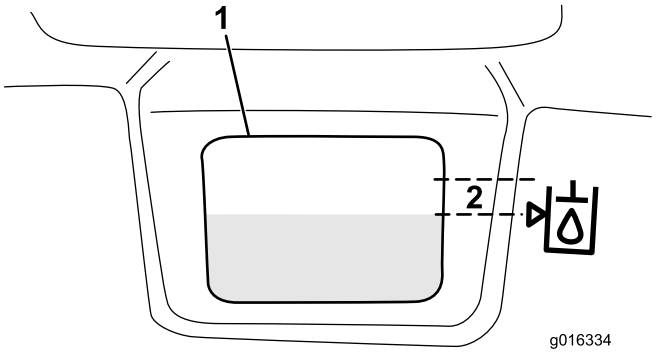

Figuur 31
3. Vul het reservoir langzaam met geschikte hydraulische vloeistof tot het niveau zich hoogstens 6 mm van de pijl in het symbool naast het witte venster aan de voorkant van het reservoir bevindt (Figuur 31). Niet te vol vullen.